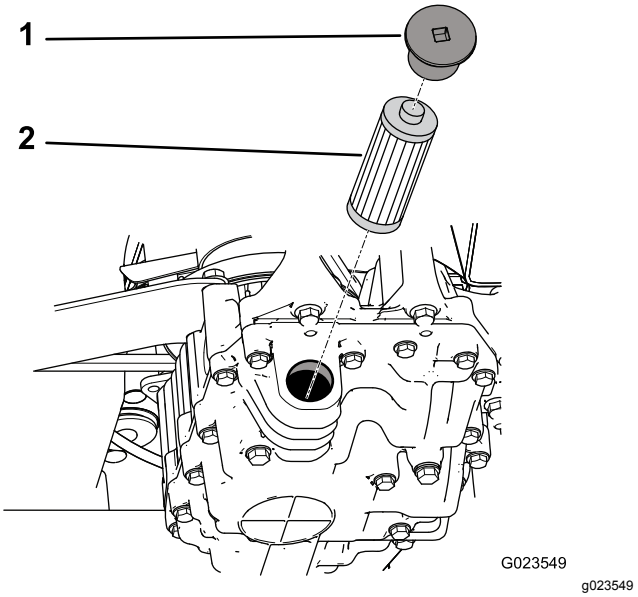

**Figur 70**
4. Fjern filterdækslet, og træk filteret ud af transmission (Figur 70).